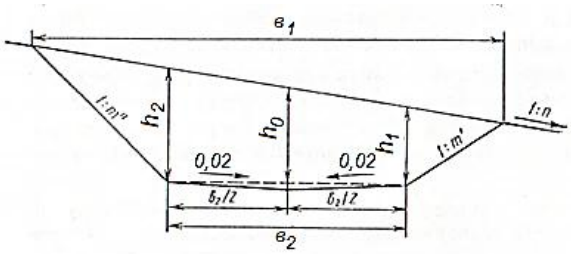

Рис. 4
- для резерва с шириной дна более 10 м, у которого дно планируется с поперечным уклоном 0,02 от краев к середине (рис. 4):